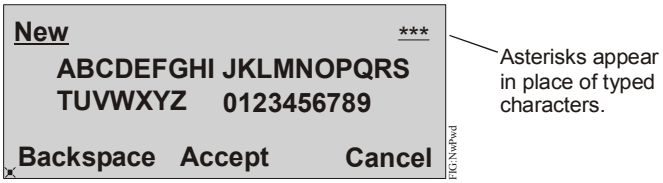

Figure 14: New Password Page
4. Select the **Enter a new password** option. The New password entry page appears (Figure 14).